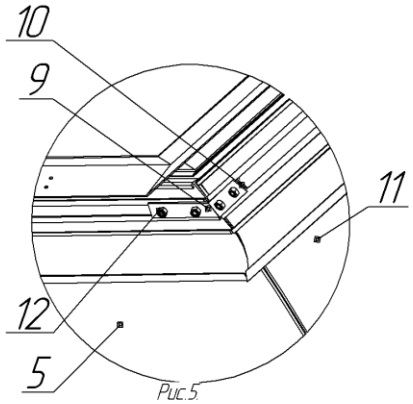

Рис.5.
5. Соединить алюминиевые профили боковых и среднего стекла с помощью кронштейна 9 и платиков 10. Обеспечив необходимый зазор между стеклами, затянуть гайки 12.(см. рис.5).